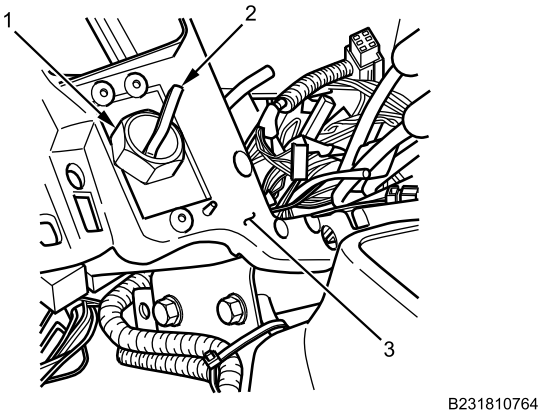

Figure 4. Ignition Switch Nut.
6. Remove nut (Figure 4, Item 1) from ignition switch (Figure 4, Item 2).
7. Remove ignition switch (Figure 4, Item 2) from IP.